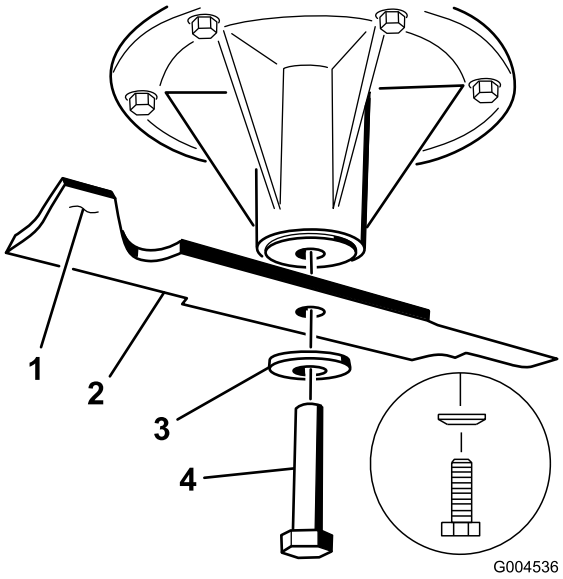

Figur 94
2. Fjern knivbolten, bueskiven og kniven fra spindelakselen (Figur 94).